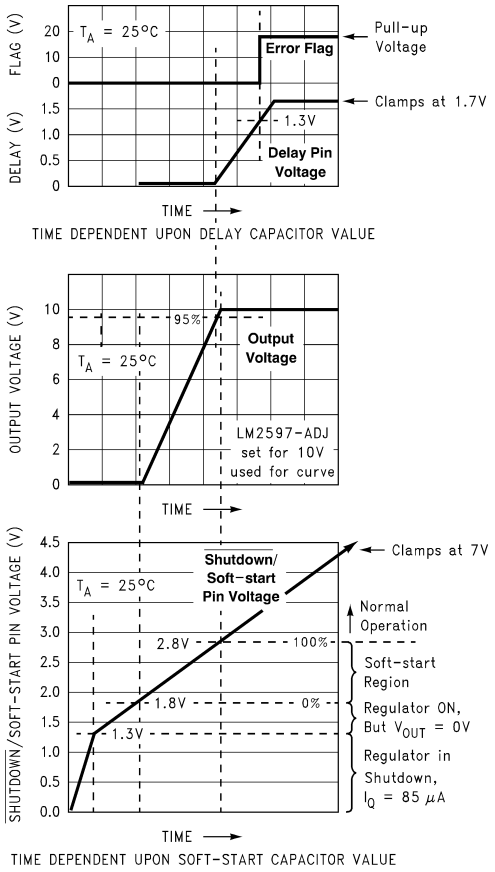
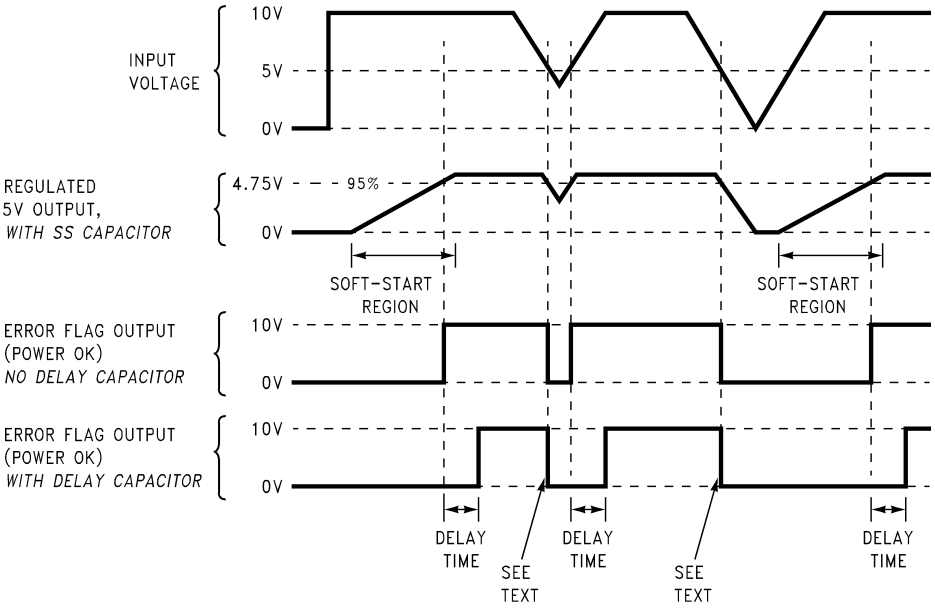

**Figure 31. Soft-Start, Delay, Error, and Output**
**Figure 33. Timing Diagram for 5-V Output**
A capacitor on this pin provides the regulator with a soft-start feature (slow start-up). When the DC input voltage is first applied to the regulator, or when the Shutdown/Soft-start pin is allowed to go high, a constant current (approximately 5 μA begins charging this capacitor). As the capacitor voltage rises, the regulator goes through four operating regions (see the bottom curve in Figure 31).
3. Soft-start Region – When the $\overline{SD}$/SS pin voltage is between 1.8 V and 2.8 V (at 25°C), the regulator is in a soft-start condition. The switch (Pin 8) duty cycle initially starts out very low, with narrow pulses and gradually get wider as the capacitor $\overline{SD}$/SS pin ramps up towards 2.8 V. As the duty cycle increases, the output voltage also increases at a controlled ramp up. See the center curve in Figure 31. The input supply current requirement also starts out at a low level for the narrow pulses and ramp up in a controlled manner. This is a very useful feature in some switcher topologies that require large start-up currents (such as the inverting configuration) which can load down the input power supply.
The lower curve shown in Figure 31 shows the soft-start region from 0% to 100%. This is not the duty cycle percentage, but the output voltage percentage. Also, the soft-start voltage range has a negative temperature coefficient associated with it. See the soft-start curve in *Electrical Characteristics*.
Provides delay for the error flag output. See the upper curve in Figure 31, and also refer to timing diagrams in Figure 33. A capacitor on this pin provides a time delay between the time the regulated output voltage (when it is increasing in value) reaches 95% of the nominal output voltage, and the time the error flag output goes high. A 3-μA constant current from the delay pin charges the delay capacitor resulting in a voltage ramp. When this voltage reaches a threshold of approximately 1.3 V, the open collector error flag output (or power OK) goes high. This signal can be used to indicate that the regulated output has reached the correct voltage and has stabilized.